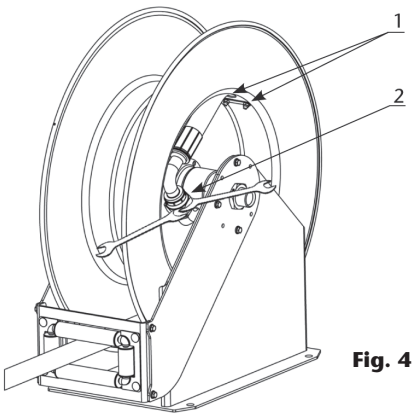

Fig. 4
2. Retire el abarcón aflojando sus tuercas (1) y desconecte la manguera de la rótula (2) utilizando dos llaves (fig. 4).
4. Conecte la nueva manguera a la rótula utilizando dos llaves, coloque el abarcón de modo que sujete la manguera contra el tambor firmemente, y tire de ella para soltar el trinquete (fig. 4).
1. Desconecte las mangueras en la acometida (1) y en la rótula (2) (fig. 7). En la rótula utilice dos llaves (fig. 4) para evitar dañar el eje.
2. Afloje el prisionero de la tuerca (3) y desenrosque dicha tuerca.